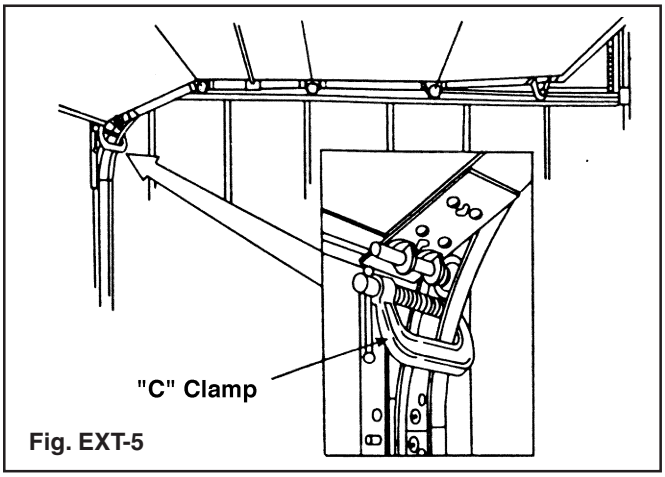

Fig. EXT-5
**Step 5:** Carefully raise the door to fully open position. Place “C” clamps on both sides of the track below the bottom rollers to keep the door from falling closed. (FIG. EXT-5)